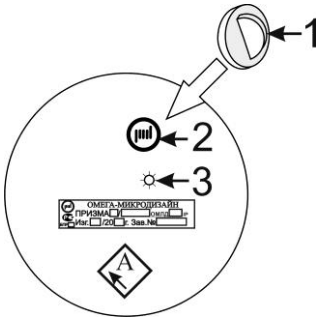

Рис. 6.8
Универсальный юстировочный механизм (наконечник) входит в состав кронштейнов КВЗ-3/0,2 (0,3; 0,4; 0,5; 0,5Т) рис. 6.6 для крепления на заграждения и стены, и в состав переходного КВЗ-3/0 (см. рис.6.7) для крепления на все виды УЗК, кронштейнов и стоек, выпускаемых ГК «Омега-микродизайн». Для установки блока БПРМ (БПРД) на кронштейне КВЗ-3/0 (0,2; 0,3; 0,4; 0,5; 0,5Т) необходимо выкрутить зажимной болт на наконечнике до освобождения места под шарнирный стержень, затем установить в его паз шарнирный стержень и затянуть болт до жёсткого закрепления шара стержня в пазе. Имеется возможность визуального контроля работоспособности БПРД с помощью встроенного светодиодного индикатора 3 и прилагаемого в комплекте поставки извещателя магнита 1 (см. рис. 6.8). На тыльной стенке кожуха нанесено наименование блока и заводской номер. Конструкция БПРМ отличается от БПРД присутствием на тыльной поверхности органов управления и индикации (см. рис. 6.9а), защищенных от
6.3.3.1 На тыльной стенке кожуха БПРД имеется окно встроенного светодиода 3 для визуального контроля работы, для чего к фирменному значку 2 на тыльной стенке БПРД необходимо приложить и удерживать во время контроля магнит 1 (см. рис.6.8). В случае нормальной работы БПРД, светодиод методично мигает с периодом около 1 сек. На шасси БПРМ расположены три синих индикатора «0» (нулевой разряд сигнала), «1» (первый разряд), «2» (второй разряд) и двухцветный (синий/красный) «3» (3с/3к), регулятор чувствительности извещателя «Рег» и пе-